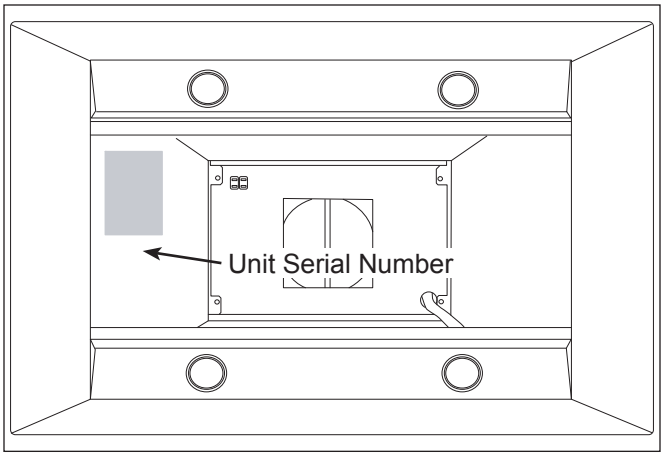

Figure 1-2 Serial Plate Location (CT Hoods)
- *See Figures 1-2 & 1-3 for Serial Number location.*